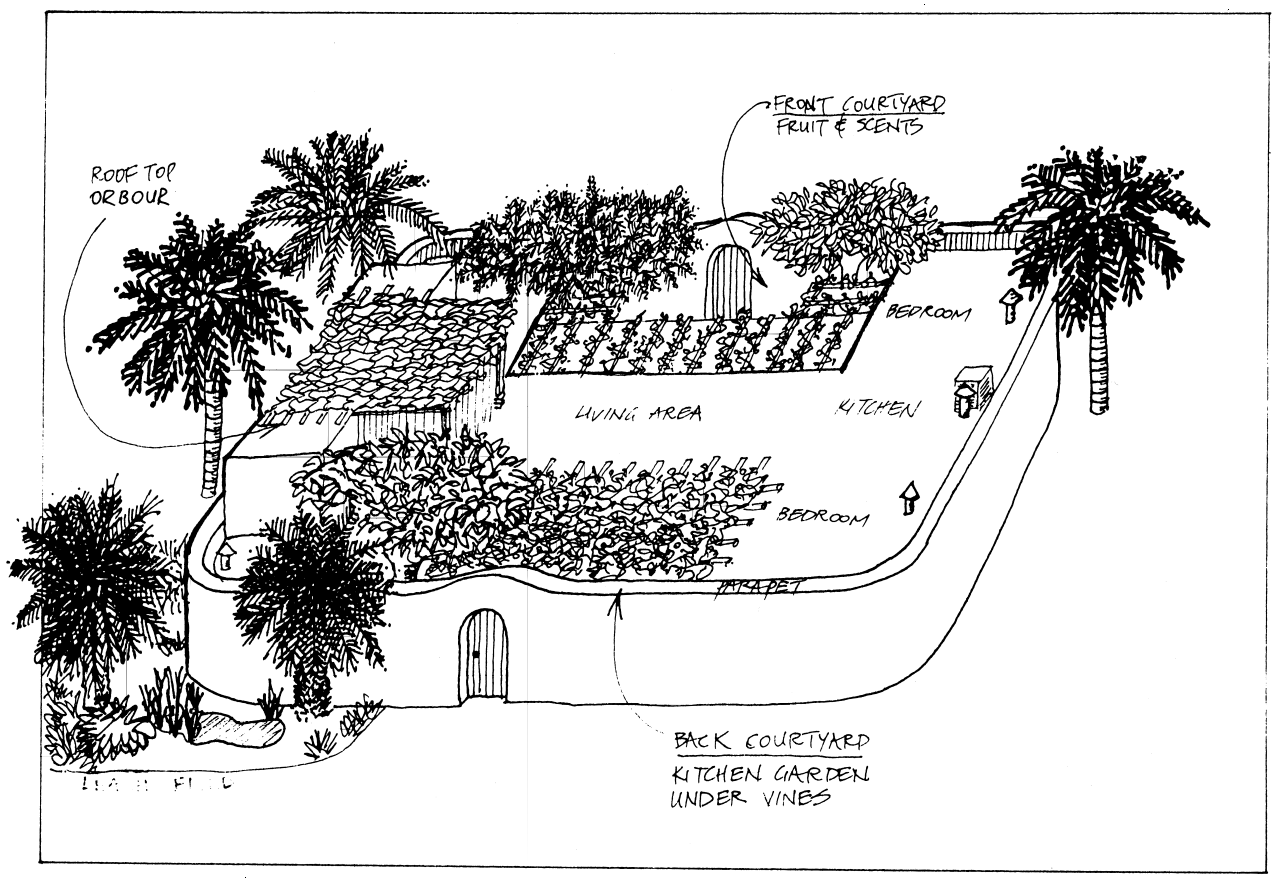

FIGURE 4.14 Drylands house with thick walls, internal courtyards and overhead trellis.
• **Internal courtyards**: preferably latticed or shaded overhead by trees (**Figure 4.14**). They are even more effective if they are two or more storeys high and naturally shaded by the building, although small courtyards with shadecloth can also be added to single-storey houses.